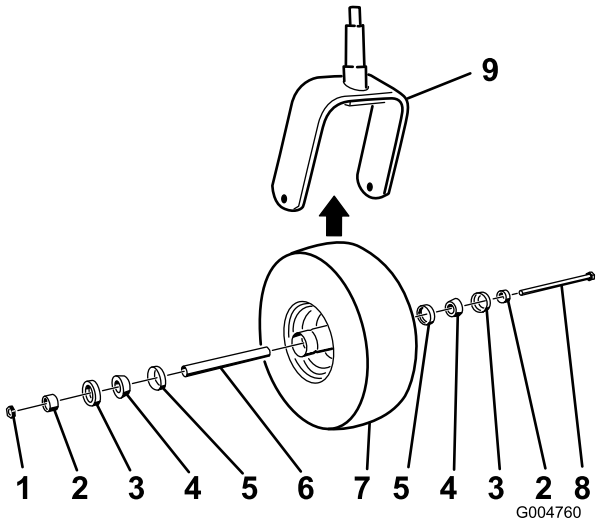

**Rysunek 45**
2. Zdejmij nakrętkę zabezpieczającą ze śruby (Rysunek 45).
5. Zamontuj koło samonastawne, wciskając łożyska stożkowe i uszczelki wypełnione smarem do piasty koła ustawionej w sposób pokazany na Rysunek 45.